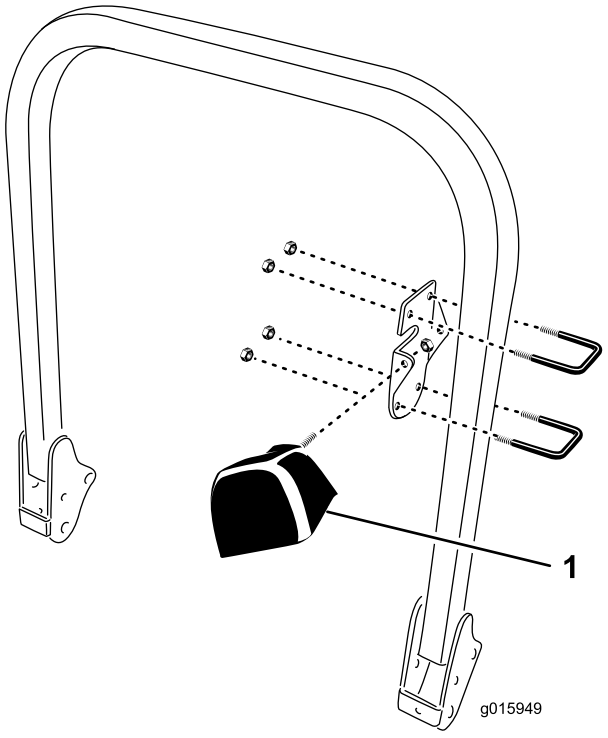

Figure 7
1. Montez le support du projecteur de travail à l'intérieur de la structure ROPS avec (2) étriers filetés et (2) contre-écrous (3/8–16) dans la position illustrée à la Figure 7.